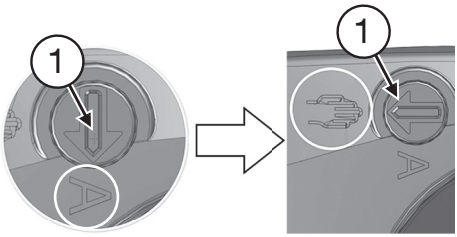

Fig. 11
2. Setați comutatorul de funcționare (1) pe regimul manual. Pentru aceasta, rotiți comutatorul cu 90° în sensul acelor de ceasornic folosindu-vă de o șurubelniță, astfel încât crestătura să stea în poziție orizontală, iar vârful săgeții să indice spre simbolul cu mână (fig. 11).